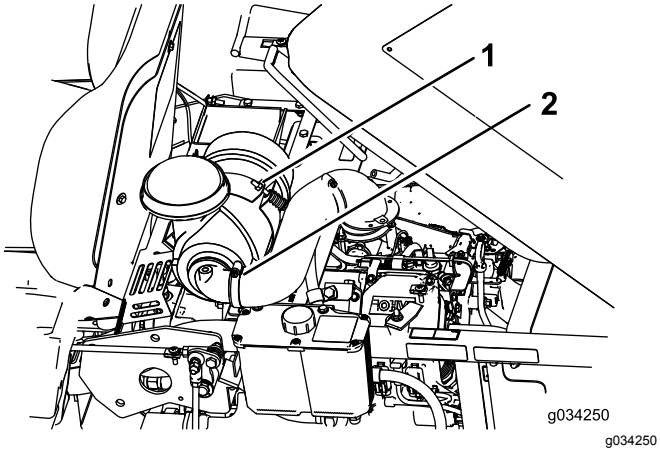

**Figuur 31**
4. Maak de bevestigingsbout van het luchtfilter los (Figuur 31).
5. Maak de slangklem los en verwijder het luchtfilter (Figuur 31).